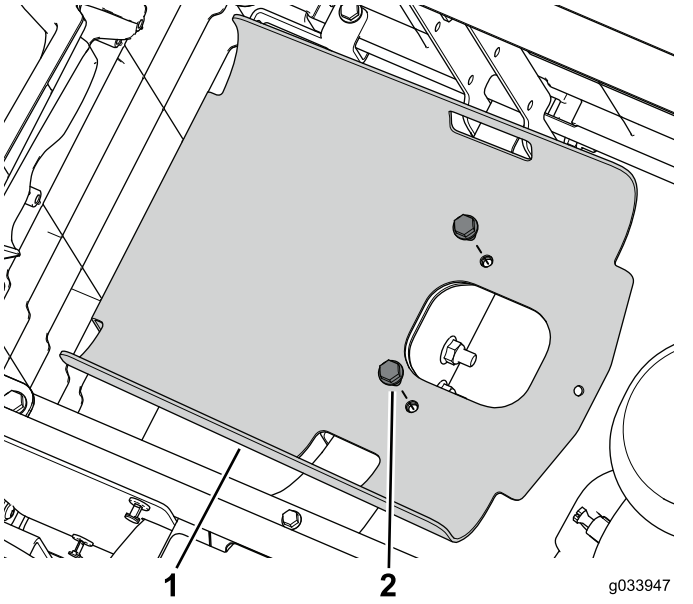

Figur 47
4. Brug boltene og møtrikkerne, som du fjernede tidligere, til at montere det originale venstre panel på de bageste sædesokkelpaneler (Figur 46og Figur 47).